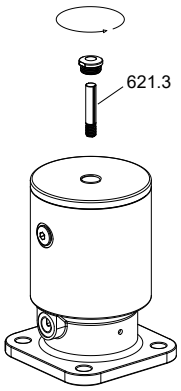

Abb. 33: Demontage Kappe und Stellungsanzeiger LAP.520/.530
1. Kunststoffkappe des Kolbenantriebs mit einem Gabelschlüssel (SW13/SW21) entfernen. Den Stellungsanzeiger 621.3 herausdrehen (⇨ Abb. 33) .